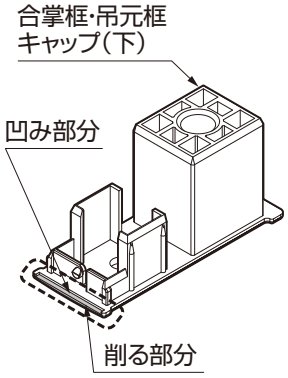

図3-7　面材と框キャップが干渉する場合
- 全面張りを行う際、面材の寸法バラツキにより面材と框キャップが干渉する場合があります。その際は框キャップ（下）の凹み部分を削って門扉枠に面材を収めてください。（図3-7参照）